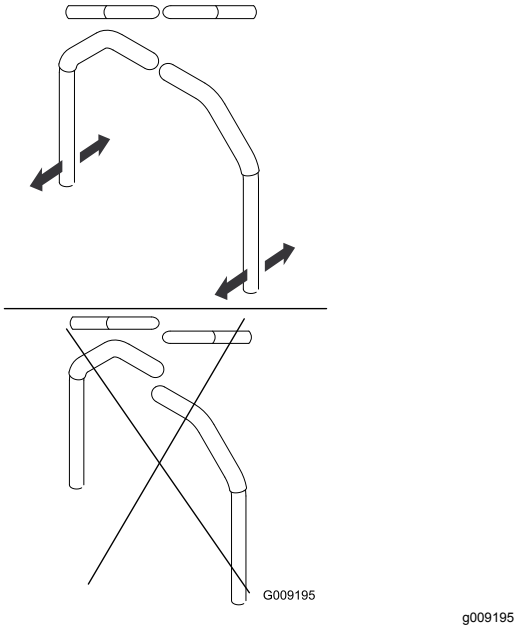

Figur 99
4. Rikta in reglagen i främre-bakre läge genom att föra ihop dem i NEUTRALLÄGET, skjuta dem tills de är inriktade och sedan dra åt skruvarna (Figur 99).